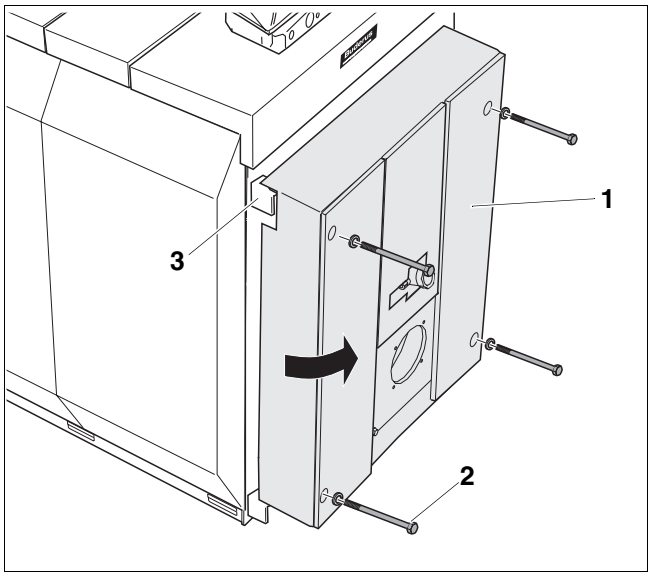

Rys. 47 Otwarcie drzwiczek kotła (tu: drzwiczki kotła zawieszone po lewej stronie)
- Wykręcić 4 śruby z drzwiczek (rys. 47, **poz. 2**) i otworzyć drzwiczki kotłowe.
Istnieje możliwość wyregulowania położenia kątownika wspornikowego (rys. 47, **poz. 3**) w otworach podłużnych kątownika podtrzymującego drzwiczki. W razie potrzeby górny kątownik wspornikowy należy przesunąć do przodu, aby drzwiczki lekko się otwierały.
- W tym celu poluzować nieznacznie obie śruby z łbem sześciokątnym w kątowniku wspornikowym i wykręcić śruby drzwiczek (rys. 47, **poz. 2**) o kilka obrotów. Pod ciężarem drzwiczek kątownik wspornikowy przemieści się do przodu.
- Zamknąć drzwiczki kotła i dokręcić na krzyż śruby z łbem sześciokątnym M12 i M16 (rys. 47, strona 46).